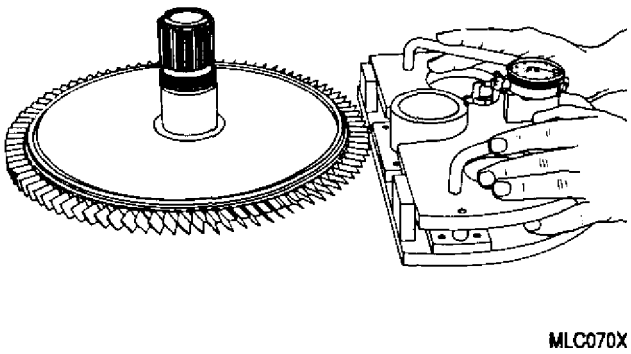

Figure 5. Setting Dial Indicator of 6796247 Fourteenth−Stage Wheel Dish Gage with Master Adapter Ring
(1) Place adapter ring of 6796247 Fourteenth−Stage wheel permanent dish gage, on gage block of master plate. Install indicator assembly on master plate to set the indicator. Set indicator to zero. This dimension represents 0.131 in. of dish. Assure gage assembly is certified (figure 5).